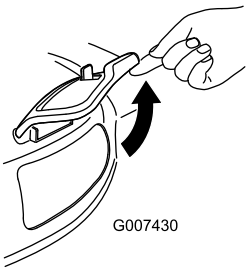

Figur 28
2. Løft sideudblæsningspladen for at åbne den (Figur 28).